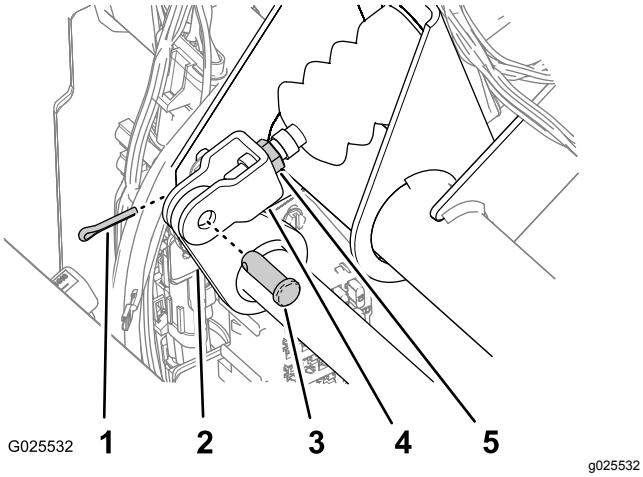

図 76
2. マスターシリンダのヨークをブレーキペダルのピボットに固定しているコッターピンとクレビスピンを取る図 76。
4. ヨークをマスターシリンダ・シャフトに固定しているジャムナットをゆるめる図 76。
5. ヨークを調節してヨークの穴とブレーキペダルのピボットの穴を揃える図 76。
6. ヨークをペダルのピボットに固定する クレビスピンとコッターピンを使用図 76。
7. ヨークをマスターシリンダのシャフトに固定しているジャムナットを締める図 76。